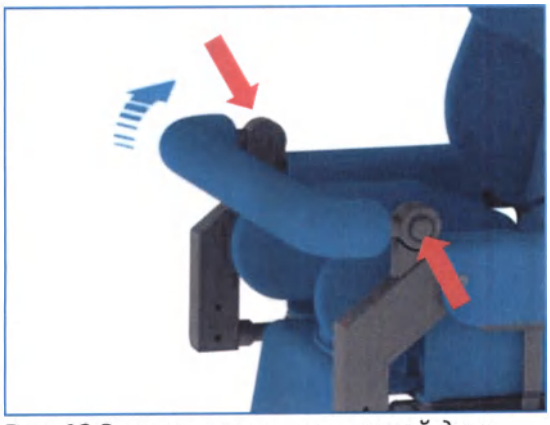

Рис. 19 *Регулирование защитной дуги*
Потяните основание сидения в нужное положение, *Рис. 9,* затем затяните фиксатор (1) *Рис. 19* пока не возникнет заметного сопротивления.
Одновременно нажмите на кнопки с обеих сторон и установите защитную дугу в необходимое положение, *Рис. 19.*